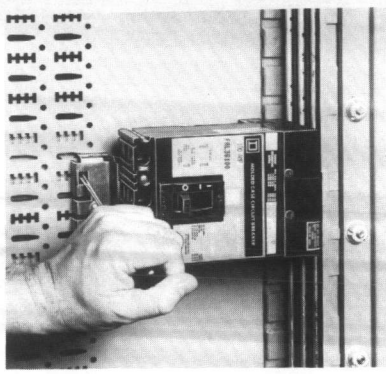

Figure 21
b. Put a screwdriver through the rectangular hole located on the mounting bracket and into the screwdriver slot located on the pan (Figure 21).